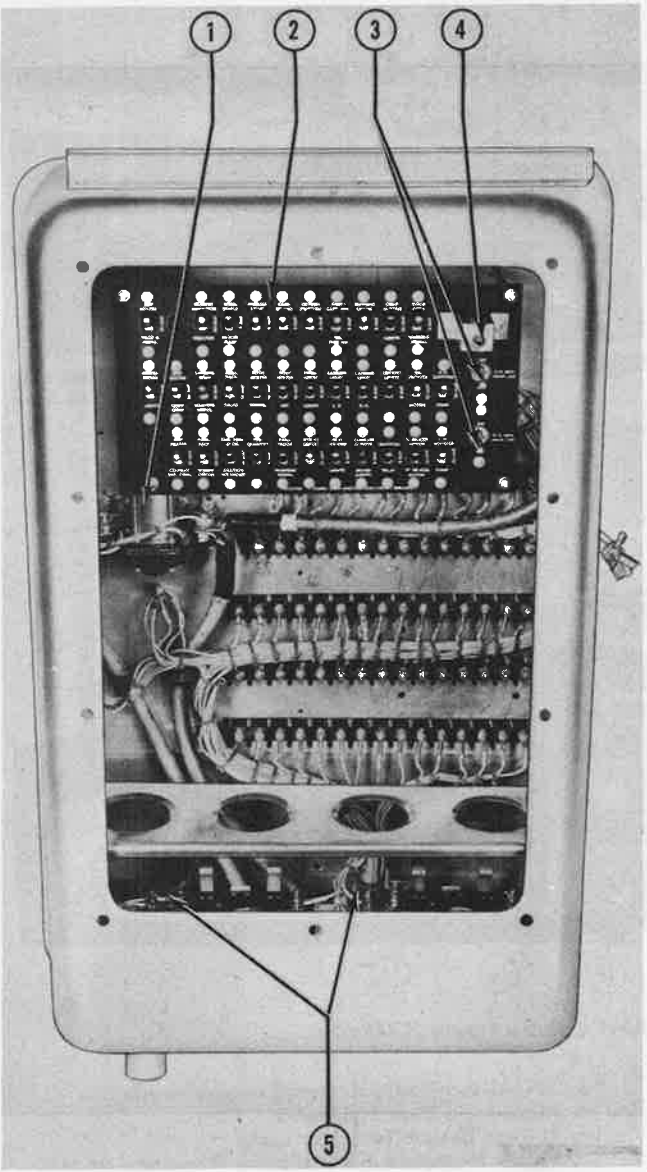

Figure 460—Main Electrical Junction Box (C-47A)
(2) JUNCTION BOXES.—These installations are similar to those described in paragraph 14.*a.*(2) this section, with the following exceptions: The fuselage tunnel junction box and the outer wing junction boxes are not used; in the main electrical junction box (figure 460), only one battery connector relay is installed; on some airplanes, circuit breakers are used in place of fuses.